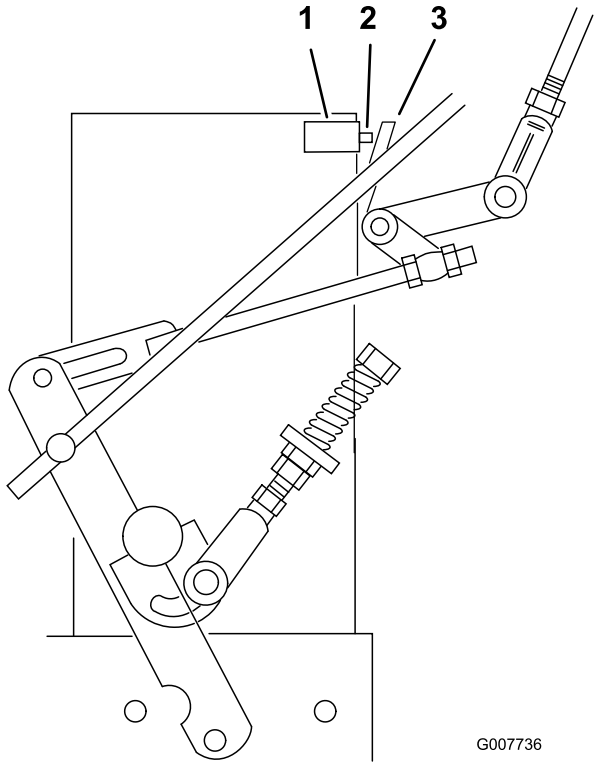

Figuur 31
7. Controleer of de veiligheidsschakelaar is ingedrukt en of er 8 mm ruimte is tussen het lipje en de schakelaar (Figuur 31).
8. Pas indien nodig de plaats van de schakelaar aan om te zorgen voor 8 mm ruimte (Figuur 31).